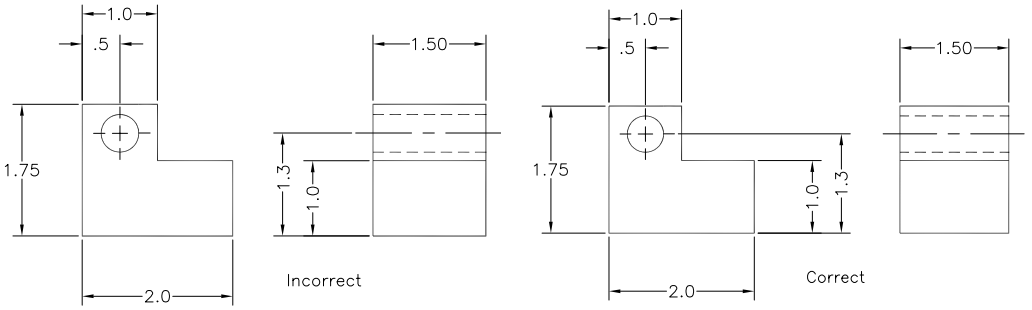

Figure 17-18 *Dimensions given where they are obvious*
12. The dimensions must be given where the feature that you are dimensioning is obvious and shows the contour of the feature, refer to Figure 17-18.